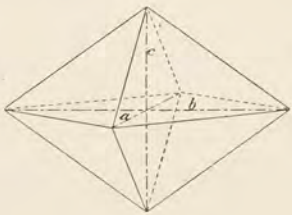

Fig. 54.
4. Das rhombische System (3 aufeinander senkrechte S. E.) mit 3 ungleich langen, aufeinander rechtwinkligen Achsen. Jede kann Hauptachse sein (a, b, c). (Fig. 54.)